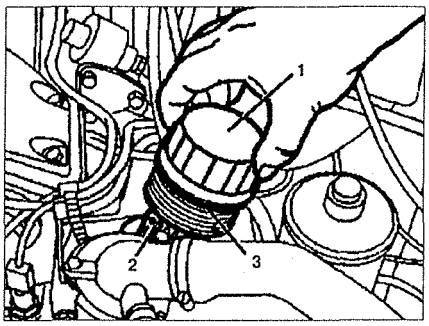

Рис. 1.16. Замена фильтрующего элемента на двигателе 111.
12. Открутите крышку **1** (см. рис. 1.16).
5. Снимите переходники с свечей зажигания **4** (см.рис.1.16 б).
6. Выкрутите свечи зажигания и вкрутите новые (см.рис.1.16 в). Используйте только рекомендованные свечи зажигания.